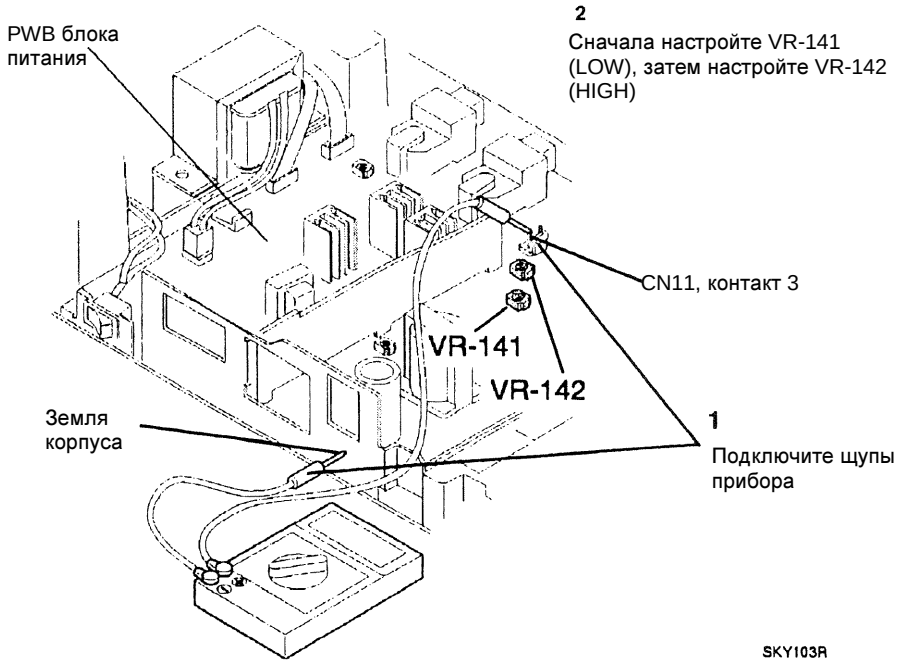

Рисунок 1. Регулировка напряжения смещения проявителя
2. (Рис. 1): Подключите положительный щуп прибора к контакту 3 разъема CN11.